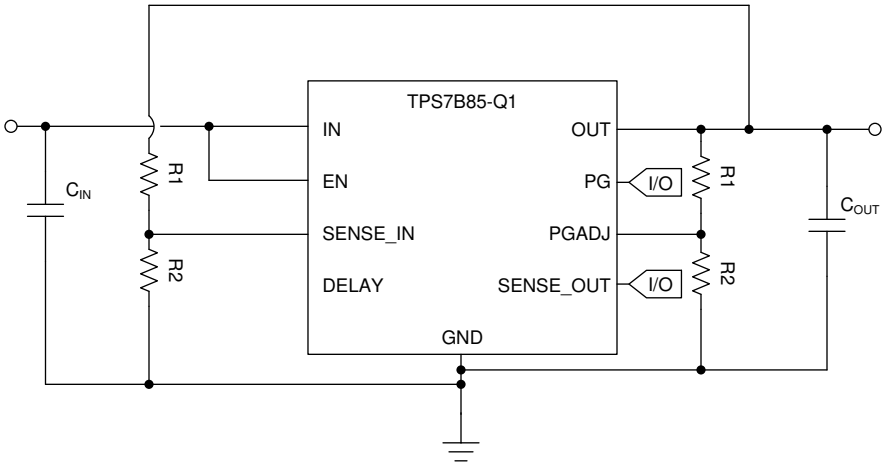

图 8-8. Creating an Overvoltage Detector on the Output
Another feature that is often desired is the ability to monitor the output voltage for overvoltage (OV) or undervoltage (UV) events. Because the integrated power-good pin only detects undervoltage events, a separate solution must be implemented to monitor for overvoltage issues. This monitoring can be done by using the integrated SI pin and connecting this pin to the output through a resistor divider. Then place the rising threshold of the SI pin where the output voltage is going to be flagged as overvoltage. 方程式 7 depicts how to calculate the resistor divider for this application based on the desired overvoltage threshold. If this method is used for creating an overvoltage detection, the output of the overvoltage signal has inverted logic. 图 8-8 shows the typical configuration for using the device as an overvotlage monitor.